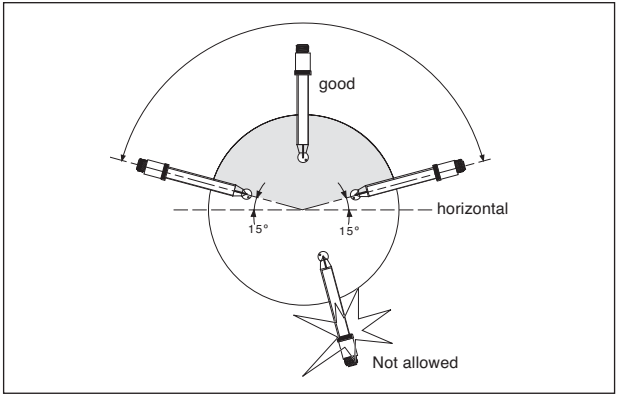

Figure 21. Electrode minimum angle
- Mount the Compact Direct Insertion Probe into the process so that the electrode is in a position shown in fig. 21
(9) a. Optional adapters with process connections $1^{1}/_{4}$"BSPT male (12) or 1" NPT male (14) have to be taped only at the process side!. They are also used in combination with the optional T-pieces (13 and 15).
b. Optional welding sockets for direct mounting into a pipeline or tank can be welded straight (17) or angled (16), but the electrode must be in a position as shown in fig. 21.
(10) Connect the 7 leads of the cable on the pH-analyser (see wiring diagram § 3-4).